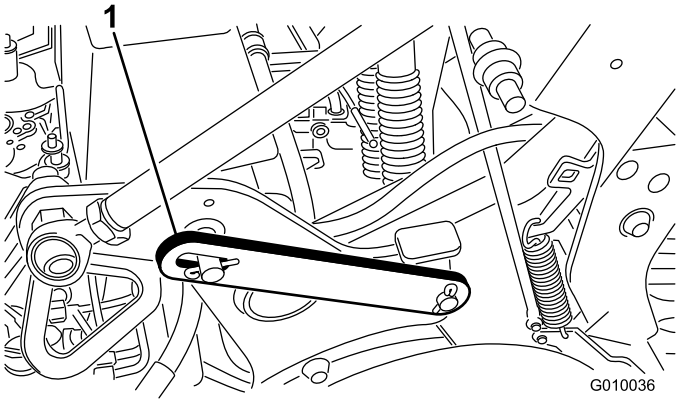

**Figur 21**
2. Ta bort klipsringen som sikrer servicelåsen i lagringsposisjon (Figur 21).